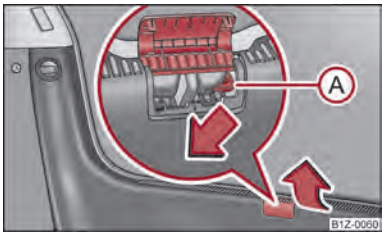

Fig. 17 Emergency unlocking of the boot lid
– Open up the cover of the lock upwards ⇒ fig. 17.